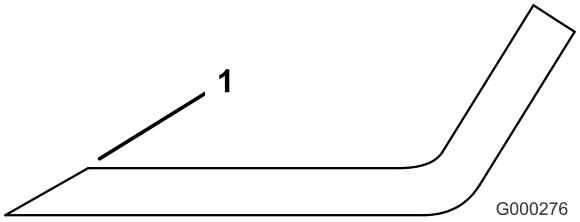

Figur 91
1. Bruk en fil til å slipe eggen i begge ender av kniven (Figur 91). Opprettholdt den originale vinkelen. Kniven opprettholder balansen hvis like mye materiale fjernes fra begge kniveggene.